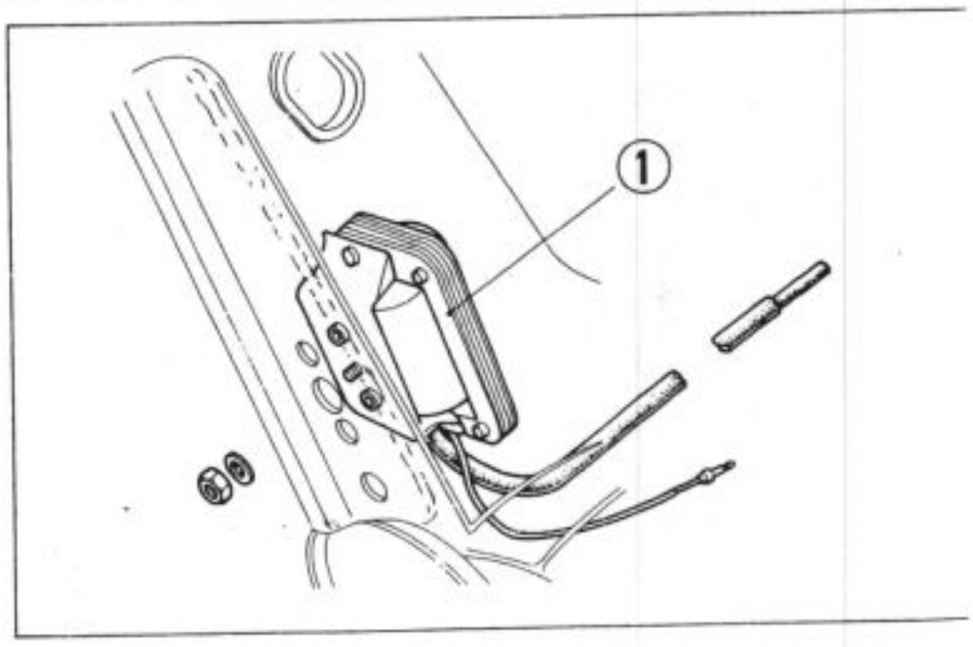

Fig. 4-32
1. Position the ignition coil assembly as shown in Fig. 4-32.